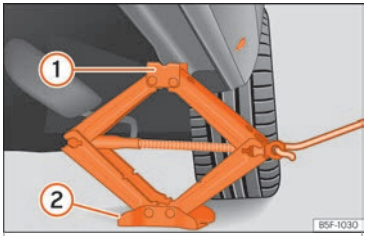

Fig. 39 Cross member: positioning the jack on the vehicle.
- Turn the jack crank handle, located below the strut support point, to raise it until the tab (1) ››› Fig. 39 is below the housing provided.
- Align the jack so that tab (1) "grips" onto the housing provided on the strut and the mobile base (2) is resting on the ground. The base plate (2) should fall vertically with respect to the support point (1).